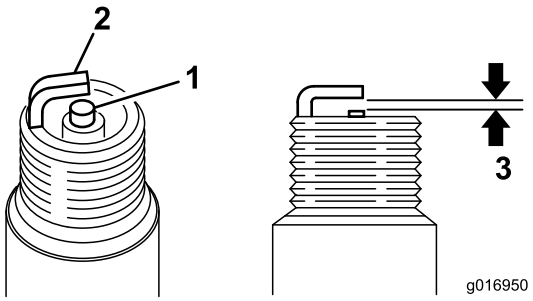

Figur 35
3. Still inn elektrodeavstanden til 0,6 til 0,7 mm (Figur 35). Monter en tennplugg med riktig avstand, og stram pluggen til 23Nm.